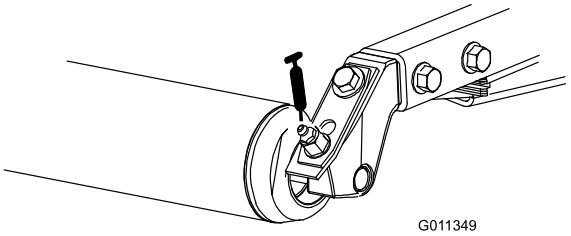

Figuur 42
- Lagers van achterrol (2 per maaidek) (Figuur 42)